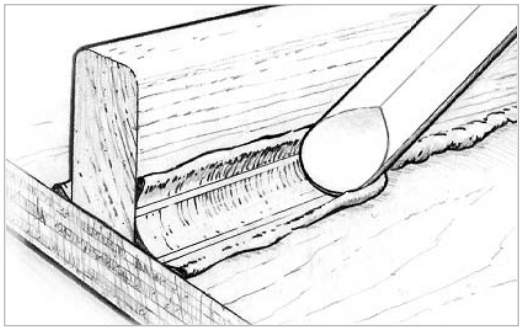

Figure 9-12 *Shape and smooth the fillet with a rounded tool.*
2. Shape and smooth the squeezed-out thick epoxy into a fillet by drawing a rounded filleting tool (mixing stick) along the joint, dragging excess material ahead of the tool and leaving a smooth cove-shaped fillet bordered on each side by a clean margin. Some excess filleting material will remain outside of the margin *(Figure 9-12)*. Use the excess material to refill any voids. Smooth the fillet until you are satisfied with its appearance. A mixing stick will leave a fillet with about a ⅜" radius. For larger fillets, an 808 Plastic Squeegee, cut to shape or bent to the desired radius, works well.